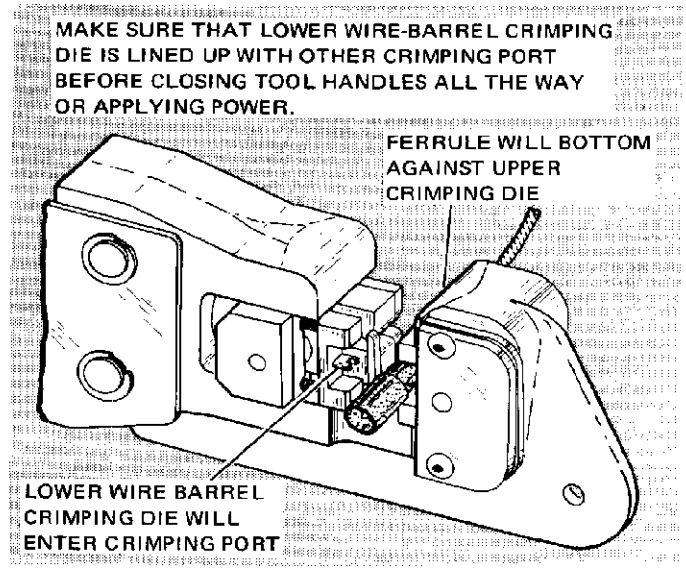

Figure 3
(c) Place Contact in Upper Crimping Die as shown in Figure 3.
(e) Push Contact "up" so that Upper Barrel Crimping Die enters Crimping Port and Ferrule bottoms against Braid-Ferrule Crimping Die. See Figure 3.
1. Place Contact on Stationary Die as previously described. See Figures 3 and 4.